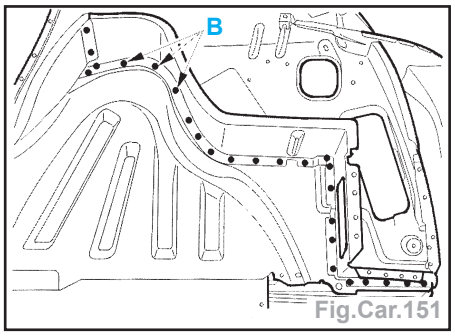

Fig.Car.151
- par points électriques (Fig.Car.151 et 152),